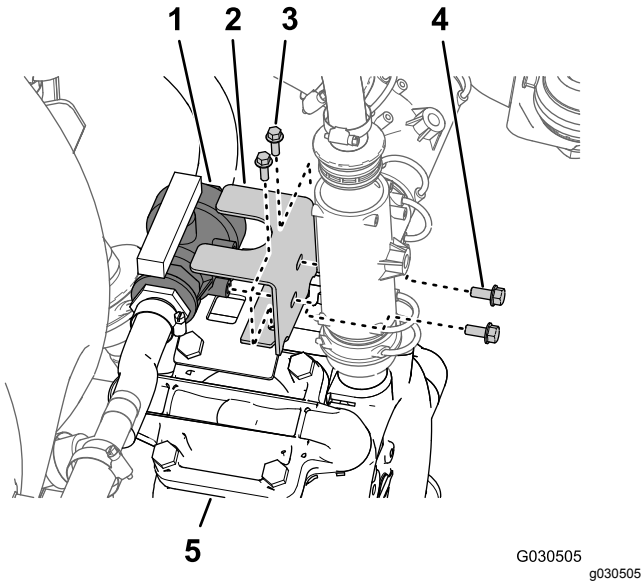

Figur 67
5. I toppen af sprøjtepumpen – fjern de to flangehovedbolte (5/16 x 3/4 tomme), der fastgør kugleventilen på ventilbeslaget (Figur 67).
6. Fjern de to flangehovedbolte (1/4 x 3/4 tomme), der fastgør ventilbeslaget på monteringsbeslaget øverst på pumpen (Figur 67).